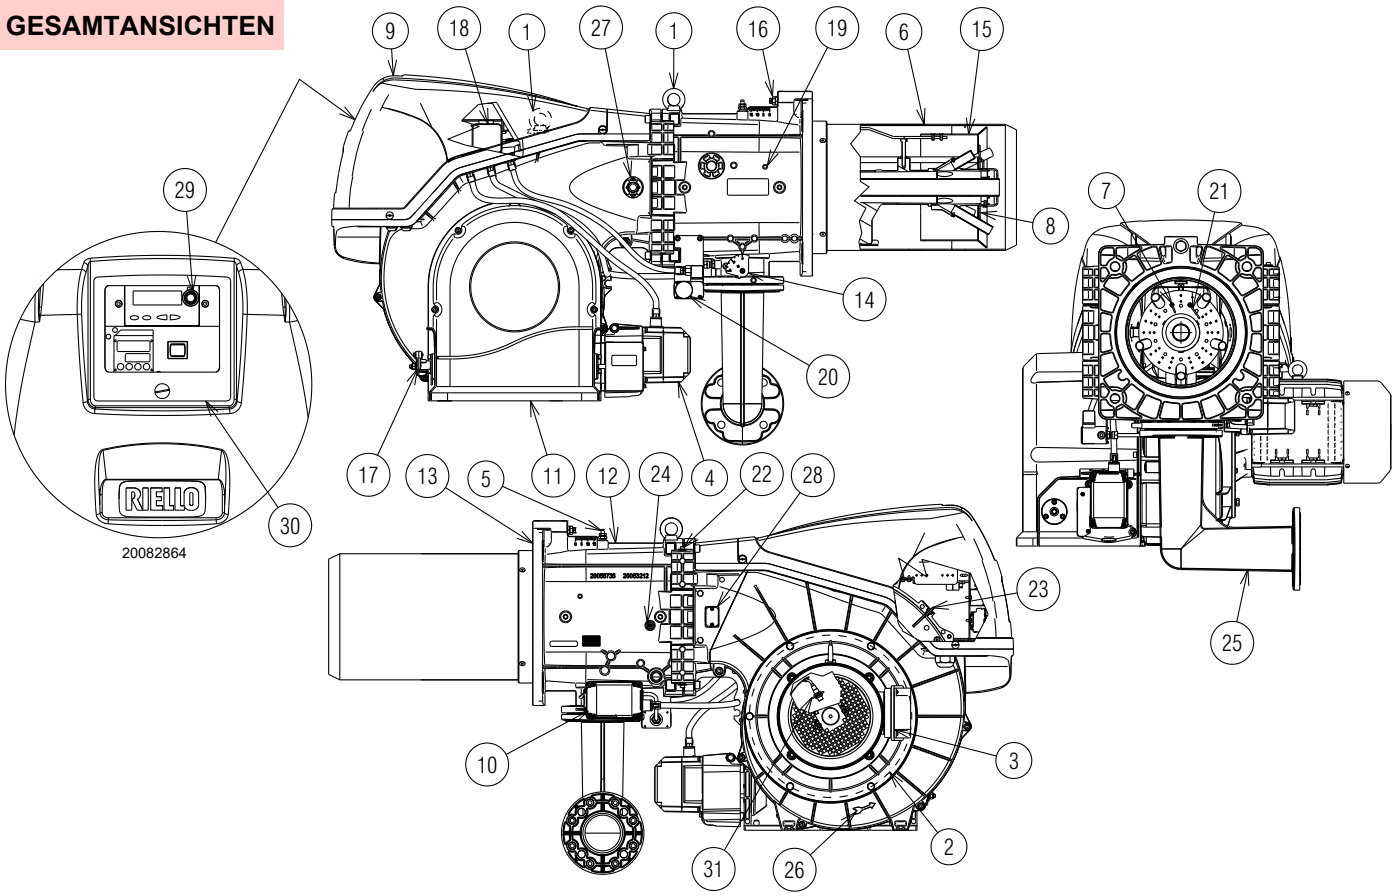

Abb. 5
(1) Referenzbedingungen: Raumtemperatur 20°C - Gastemperatur 15°C - Barometrischer Druck 1013 mbar - Höhe 0 m ü.d.M.
(2) Druck am Anschluss des Druckwächters 5)(Abb. 5) bei Druck Null in der Brennkammer und bei Höchstleistung des Brenners.
(3) Schalldruck gemessen im Verbrennungslabor des Herstellers bei laufendem Brenner am Prüfkessel, bei Höchstleistung. Die Schallleistung wird mit der von der Norm EN 15036 vorgesehenen “Free Field” Methode und mit einer Messgenauigkeit “Accuracy: Category 3”, wie von der Norm EN ISO 3746 vorgesehen, gemessen.